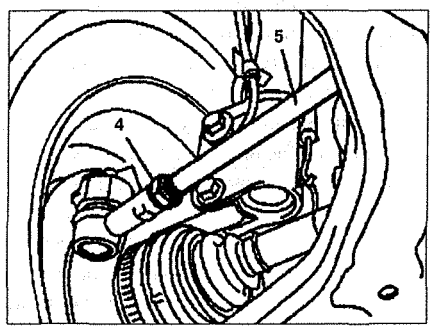

Рис. 7.25. Регулировка схождения.
4. Проверьте и отрегулируйте, если необходимо, частичное схождение. Для этого ослабьте гайку **4** на рычаге **5** и отрегулируйте частичное схождение, вращая рычаг **5** (см.рис. 7.25). Защитные чехлы не должны быть перекручены.